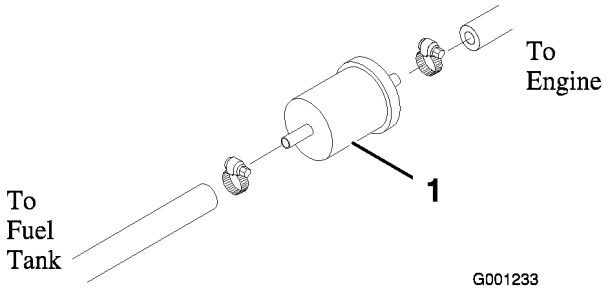

Figur 51
Byt ut bränsleförfiltret (Figur 51) som sitter mellan bränsletanken och bränslepumpen var 400:e körtimme eller en gång om året, beroende på vilket som inträffar först.
1. Sätt en klämma på båda bränsleledningarna som ansluter till bränslefiltret så att bränsle inte kan rinna ut när ledningarna tas bort (Figur 51).